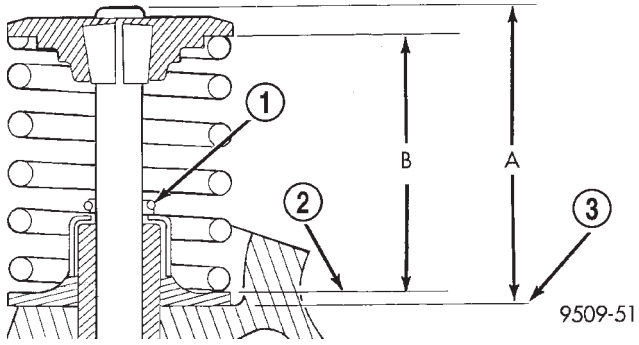

Abb. 123 Höhe in eingebautem Zustand und Abstand zwischen Ventilschaftspitze und unterem Federteller prüfen.
(8) Nach der Bearbeitung der Ventilsitze oder der Ventilteller die Abmessung A zwischen Ventilschaftspitze und unteren Federteller prüfen. Die Schaftspitze des Auslaßventils auf ein Maß innerhalb der Sollwerte abschleifen. Im eingebauten Zustand von der Schaftspitze bis zum Federsitz messen (Einbauhöhe A) (Abb. 123). Näheres hierzu siehe “Sollwerte/Motor” in diesem Abschnitt. Die Abfasung der Ventilschaftspitze muß gegebenenfalls nachgearbeitet werden, um eine Beschädigung der Ventilschaftabdichtung beim Einbau zu vermeiden.
(4) Nach dem Nacharbeiten des Ventils und des Ventilsitzes Einbauhöhe der Ventilfeder messen (Einbauhöhe B) (Abb. 123). Darauf achten, daß zwischen der Oberkante des unteren Ventilfedersitzes und der Unterkante des oberen Federtellers gemessen wird. Liegt die Einbauhöhe über 40,18 mm (1,58 Zoll), unter dem unteren Federteller zur Einhaltung des Sollwerts ein 0,762 mm (0,030 Zoll) dickes Distanzstück anbringen.
(5) Kipphebelwellen wie zuvor in diesem Abschnitt beschrieben einbauen.
(6) Trockenspiel prüfen. Das Trockenspiel ist das Spiel zwischen dem Grundkreis einer Nocke und der Rolle des Kipphebels, wenn das Öl aus dem Hydrostößel abgelassen wurde und er sich vollständig